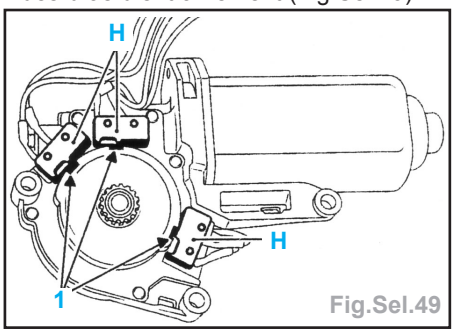

Fig.Sel.49
- Passer un forêt de diamètre 3 mm dans les trous alignés (1) des deux pièces (G et H) pour figer la position «point zéro» des bras d'entraînement (Fig.Sel.49).